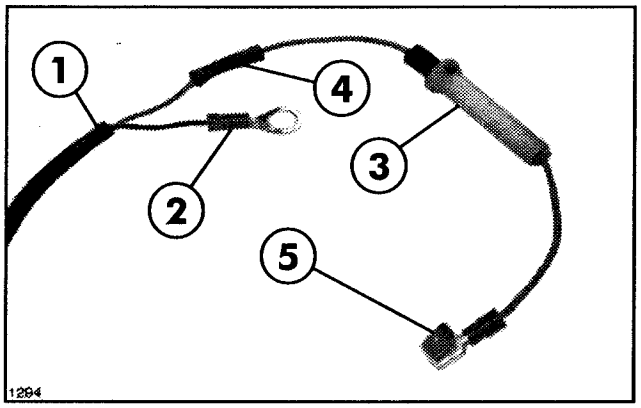

FIG. 3
6. Strip 8" of Conduit from the end of the Power Cable to expose red and black wires inside. See FIG. 3.